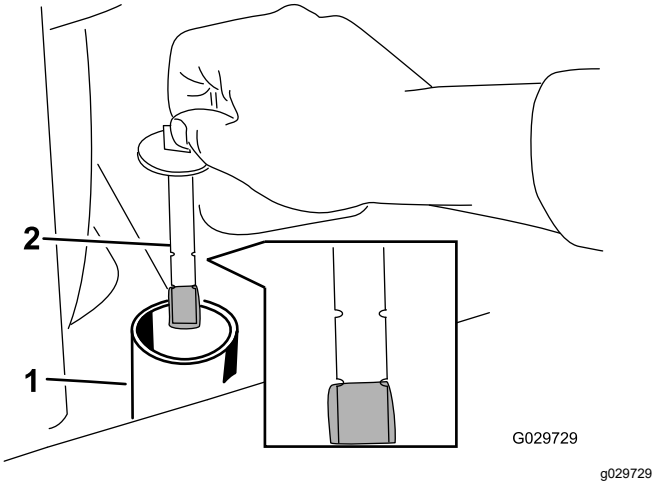

Figura 71
8. Retire el tapón del cuello de llenado y compruebe el nivel de fluido en la varilla (Figura 71).